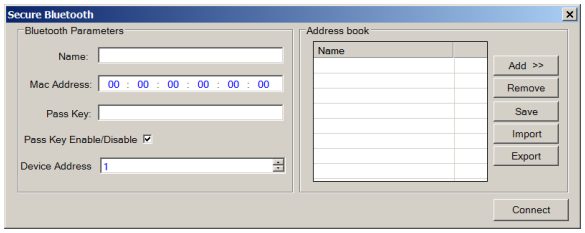

Figure 4-35 Secure Bluetooth Setup Screen
1. Select **Connect/Bluetooth** from the TapTalk® toolbar. TapTalk will display the "Secure Bluetooth" dialog screen (Figure 4-35).